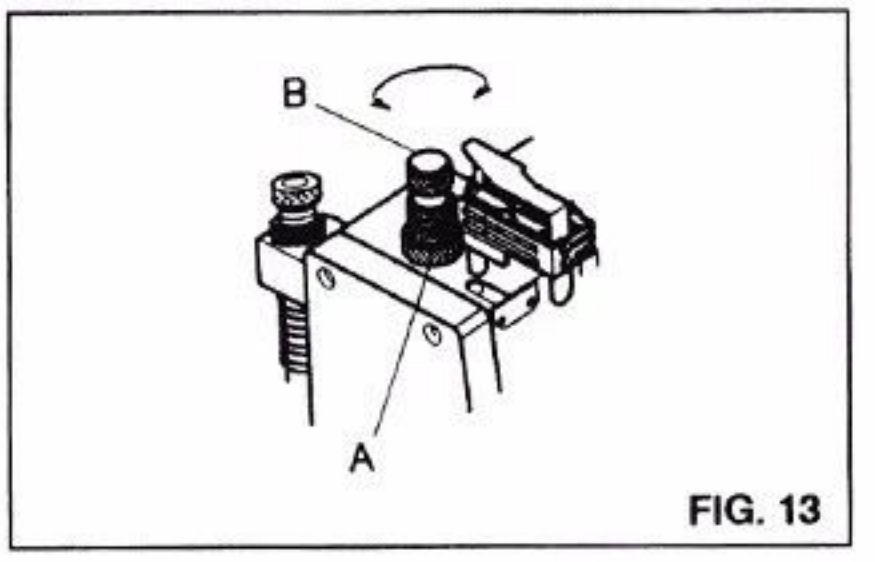

FIG. 13
* Loosen Nut (A), turn Screw(B) to adjust to proper pressure, then tighten Nut (A). (Fig. 13)